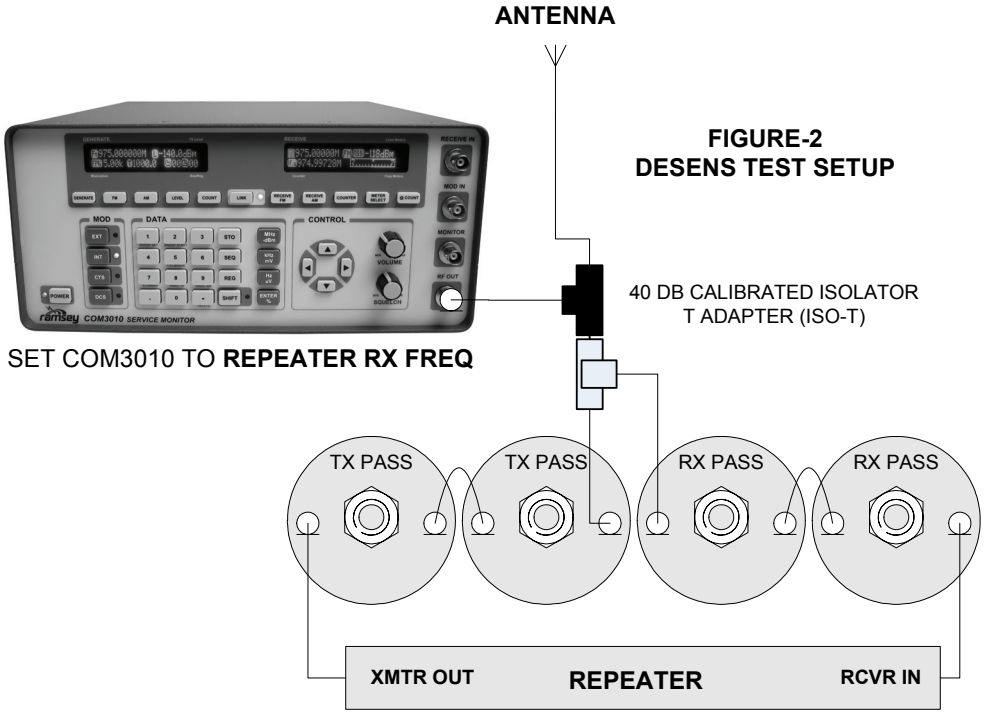

FIGURE-2
6. Attach the already calibrated Isolator T into the transmission line as shown in Figure-2.